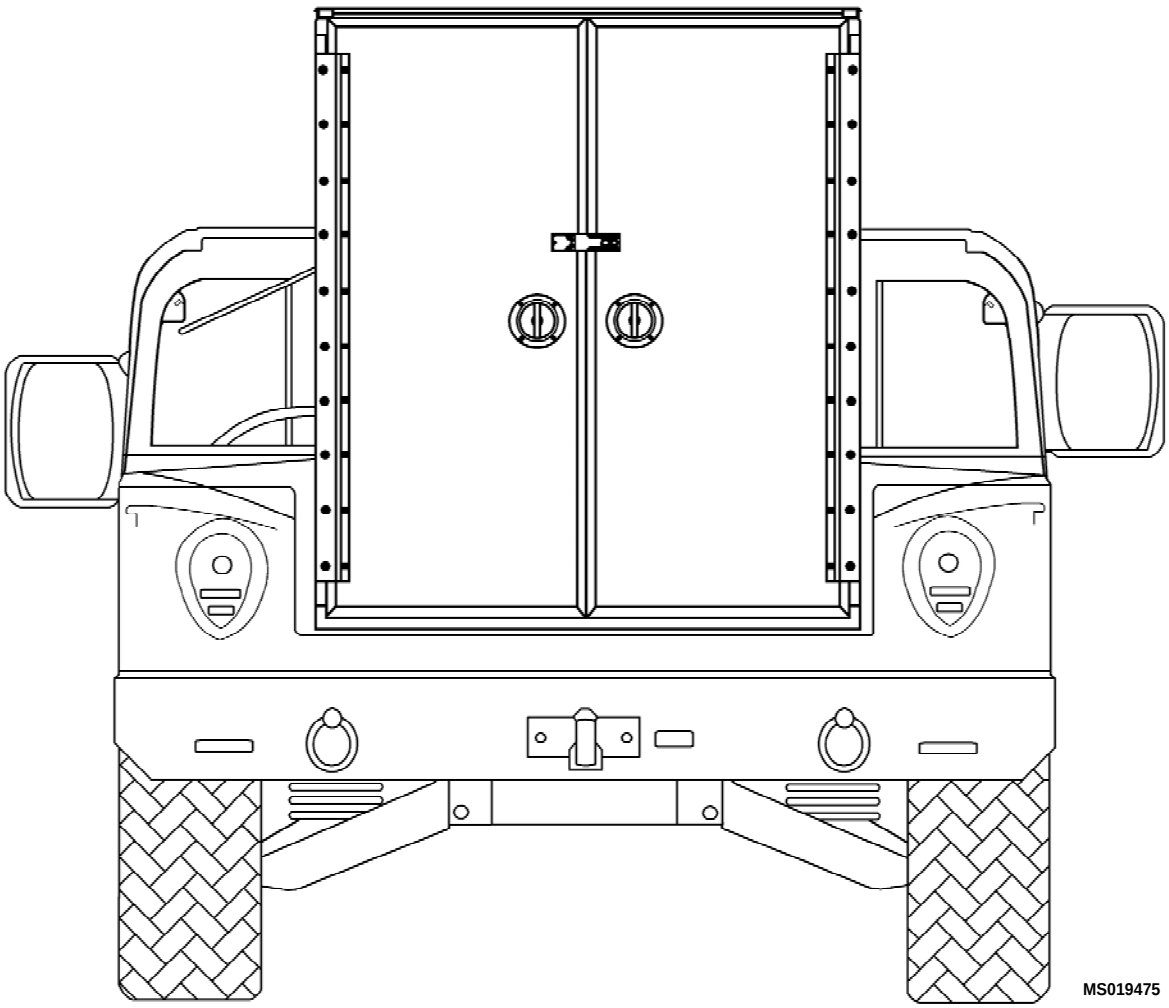

Figure 2. Main Box Installed
3. Using lifting handles, pick up and place main box in HMMWV cargo bed. (Figure 2).